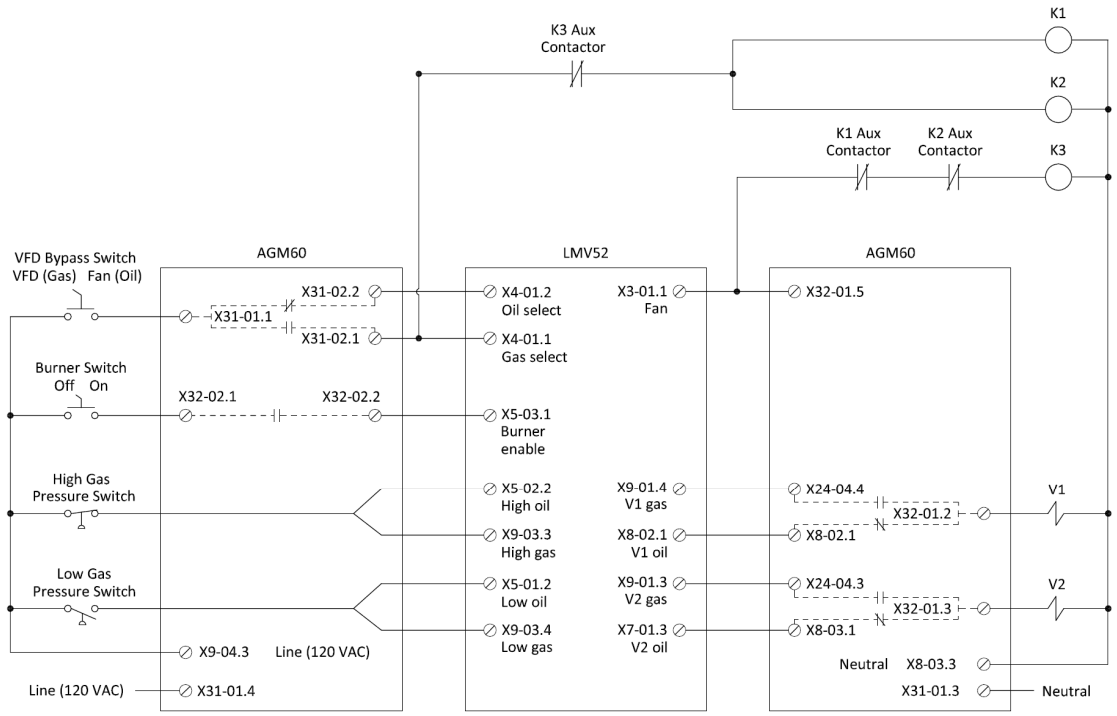

**Figure 14: LMV52 and AGM60 Wiring for Single Fuel VFD Bypass**
2. Wire the LMV52, AGM60, and motor contactor coils as shown in Figure 14.